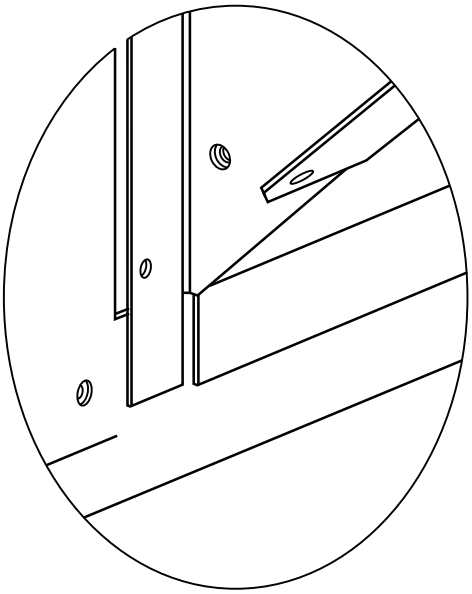

Fig. 32 – Conjunto da coifa posicionado no duto
6. Levante o conjunto para permitir que as abas de canto da parte inferior se enganchem sobre a abertura do duto (consulte a Fig. 32).